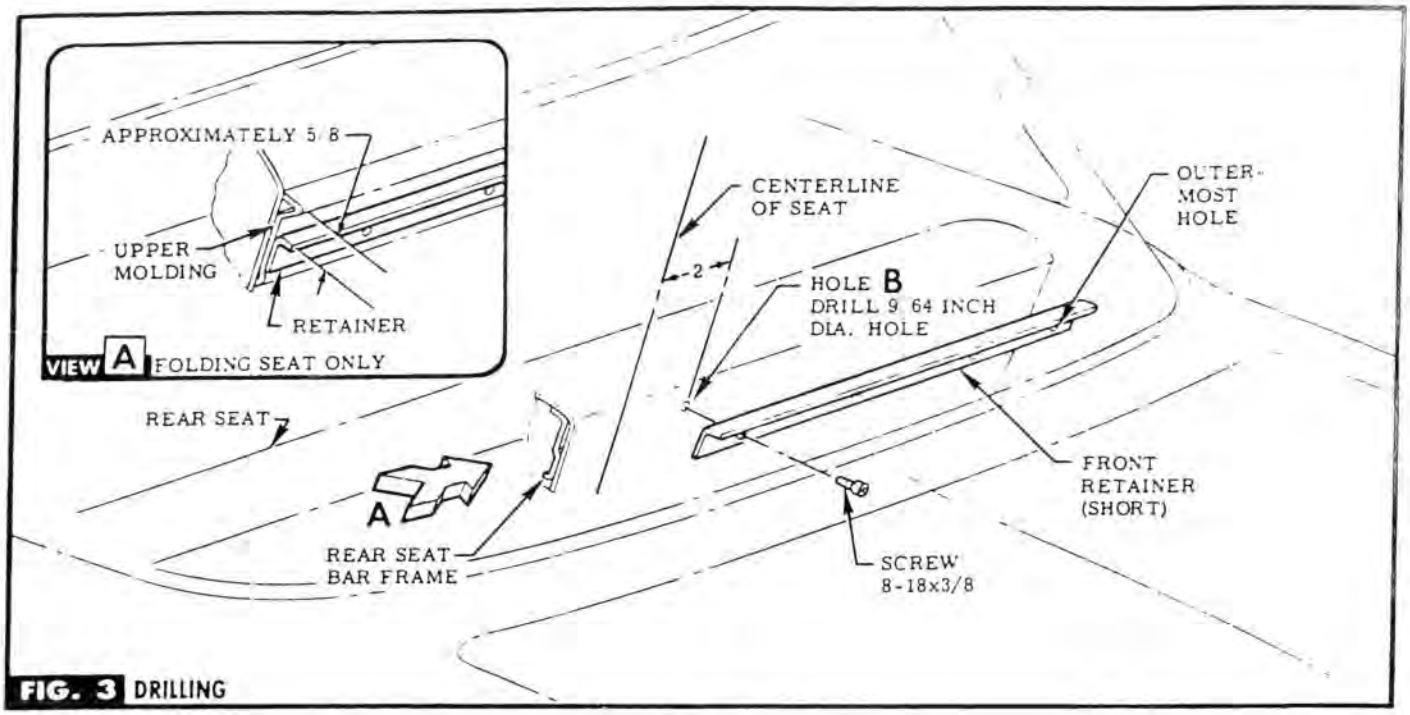

FIG. 3 DRILLING
STEP 9 MARK TOP OF SEAT ON CENTERLINE. SEE FIG. 3.
STEP 10 LOCATE CENTER PUNCH & DRILL HOLE "B" IN BACK OF SEAT THRU REAR SEAT BAR FRAME OR UPPER MOLDING FOR FOLDING SEAT. SEE FIG. 3, & VIEW A.
STEP 11 LINE UP INNERMOST HOLE OF REAR RETAINER (FLANGE SIDE UP) WITH HOLE JUST DRILLED & SECURE WITH SCREW. SEE FIG. 3
STEP 12 USING RETAINER AS TEMPLATE, DRILL THRU REAR SEAT BAR FRAME OR UPPER MOLDING FOR REMAINING SCREW LOCATIONS. SEE FIG. 3 & VIEW A.
STEP 13 SECURE RETAINERS BY INSTALLING SCREW IN OUTERMOST HOLE. SEE FIG. 3.